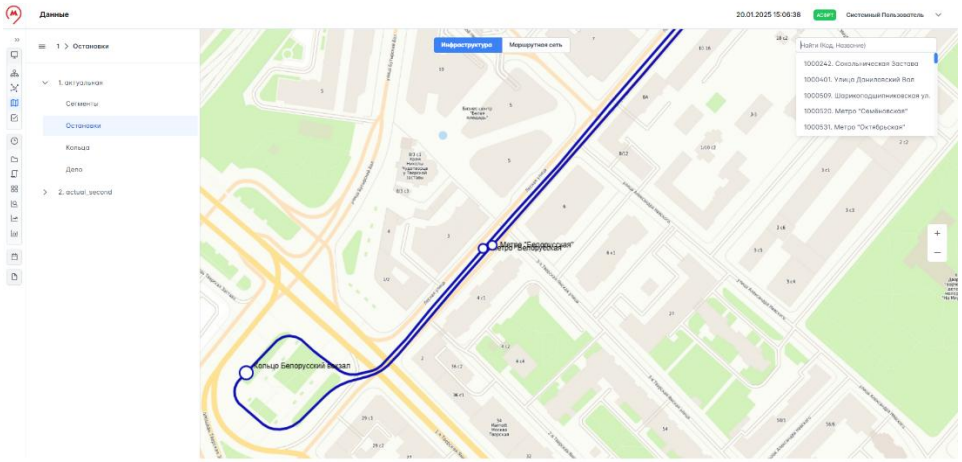

Рисунок 84 – Поиск остановки
1. В меню выбрать элемент "Остановки" для требуемой инфраструктуры, блок поиска видоизменится (рисунок 84).